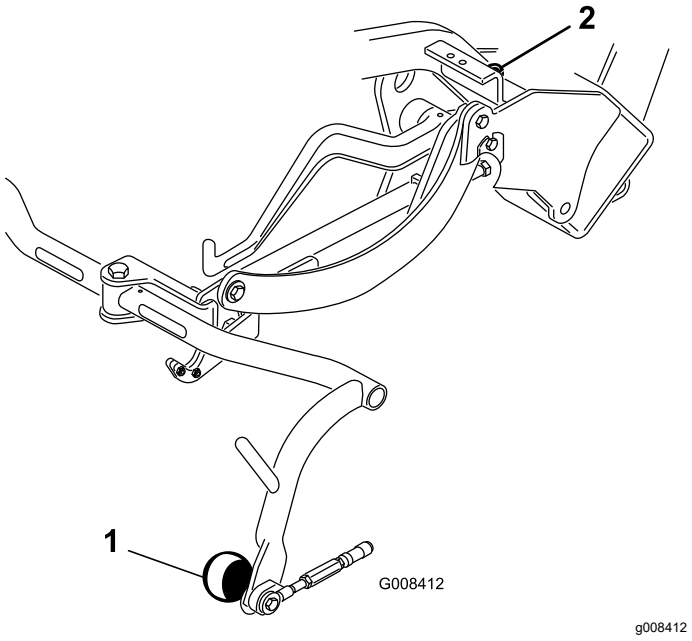

Figuur 6
4. Als u de tussenruimte moet afstellen, draait u de contramoer los op de stopschroef op het draagframe (Figuur 6) en draait u de schroef omhoog of omlaag om het draagframe lager of hoger in te stellen. Draai de contramoer vast om de afstelling te borgen.